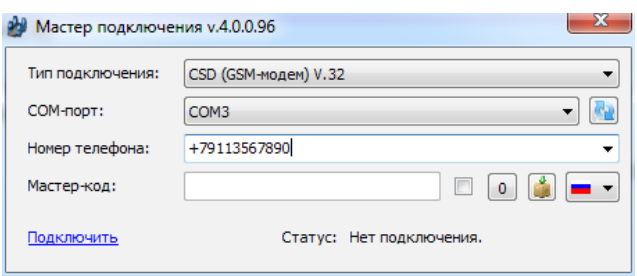

Рисунок 4. Подключение по CSD
- *Загрузите последнюю версию программы настройки: нажмите кнопку «Загрузить ПО» (рис. 4);*